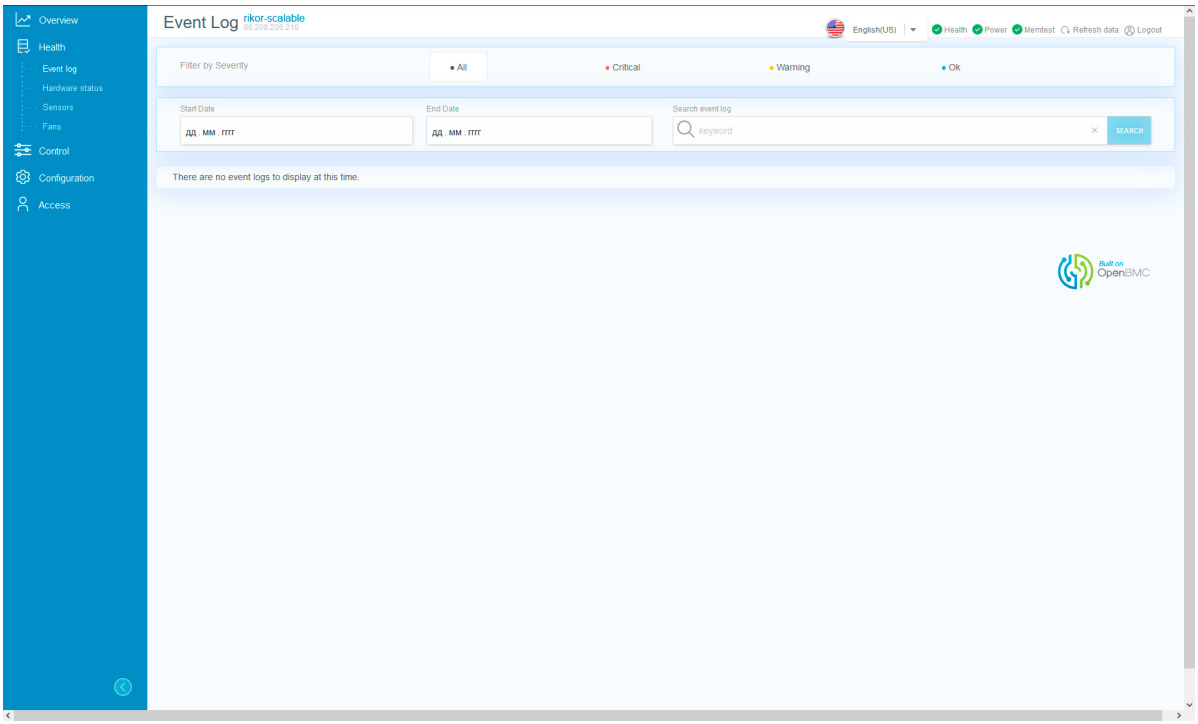

Рис. 71. Окно «Event log»
2) Пройдите во вкладку «Health» → «Event log» в данной вкладке отображены все события произошедшие в сервере. В поле «Filter by Severity» произведите фильтрацию по степени серьезности события. В поле «Start Date» произведите фильтрацию по дате начала события, в поле «End Date» произведите фильтрацию по дате окончания события, в поле «Search event log» произведите фильтрацию по ключевым словам события. Окно показано на рис. 71 Окно «Event log»